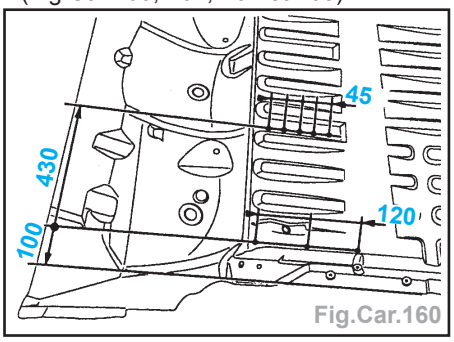

Fig.Car.160
- Tracer puis percer à Ø 6,5 mm pour soudage ultérieur par points bouchons (Fig.Car.160, 161, 162 et 163).